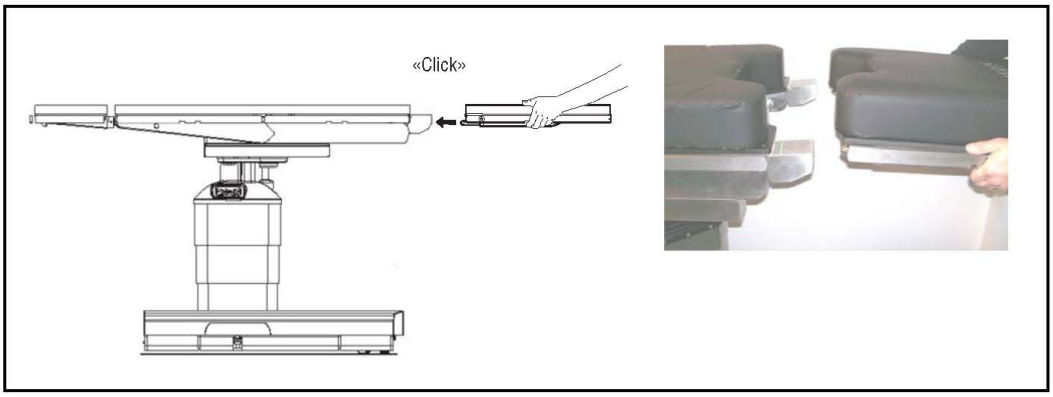

Figure 4-13. Attaching Leg Section
2. With top seat section of table horizontal, insert both leg section installation rods into seat frame until fully engaged. Listen for "click" sound to indicate correct installation (see *Figure 4-13*).